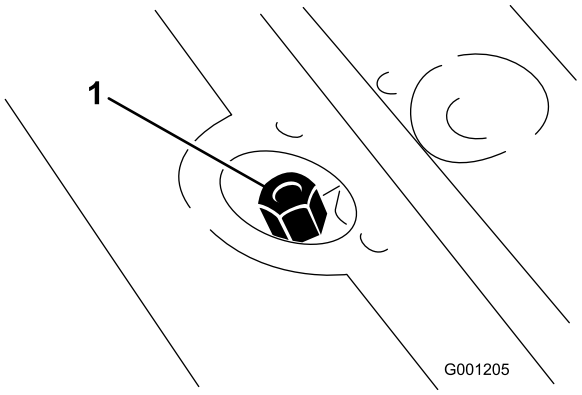

Figur 25
7. Ta ut oljestickan (Figur 25) från påfyllningsröret och torka av den med en ren trasa.